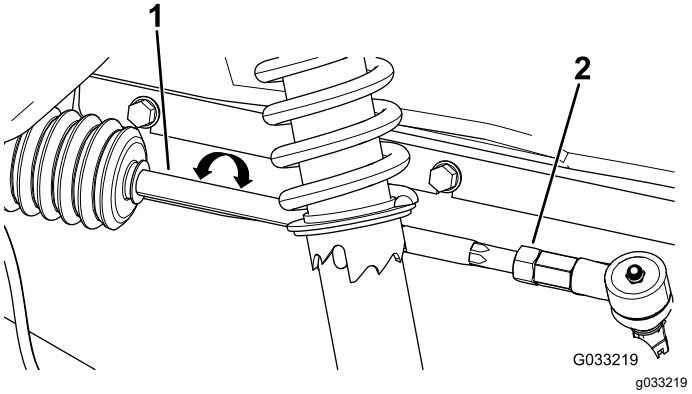

Figur 57
2. Om måttet inte hamnar inom 0–6 mm ska du lossa kontramuttrarna i den yttre änden av dragstängerna (Figur 57).